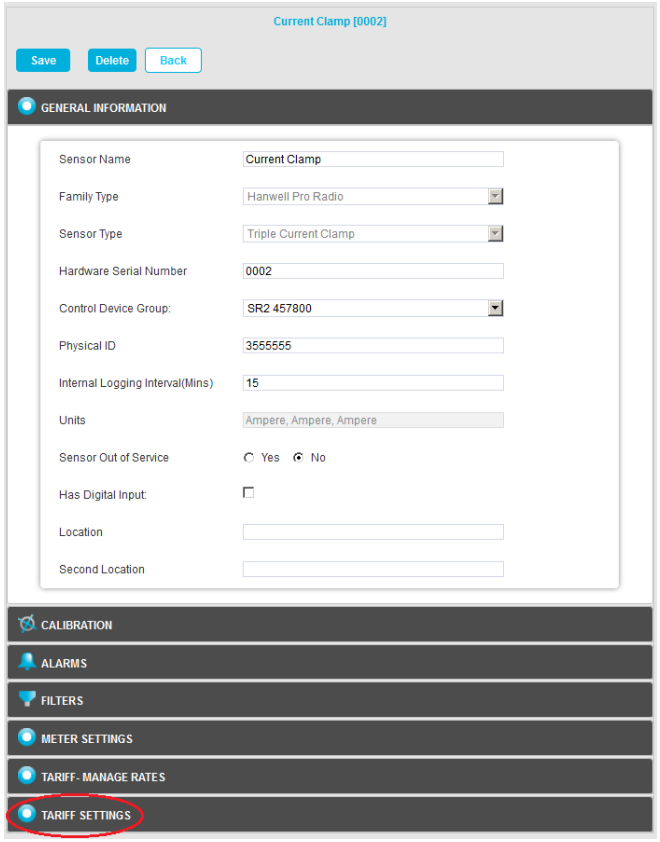

Figure 36
1. From the selected Current Clamp Sensor's **Edit Mode** window, click on the **TARIFF SETTINGS** field. See Figure 36 below: